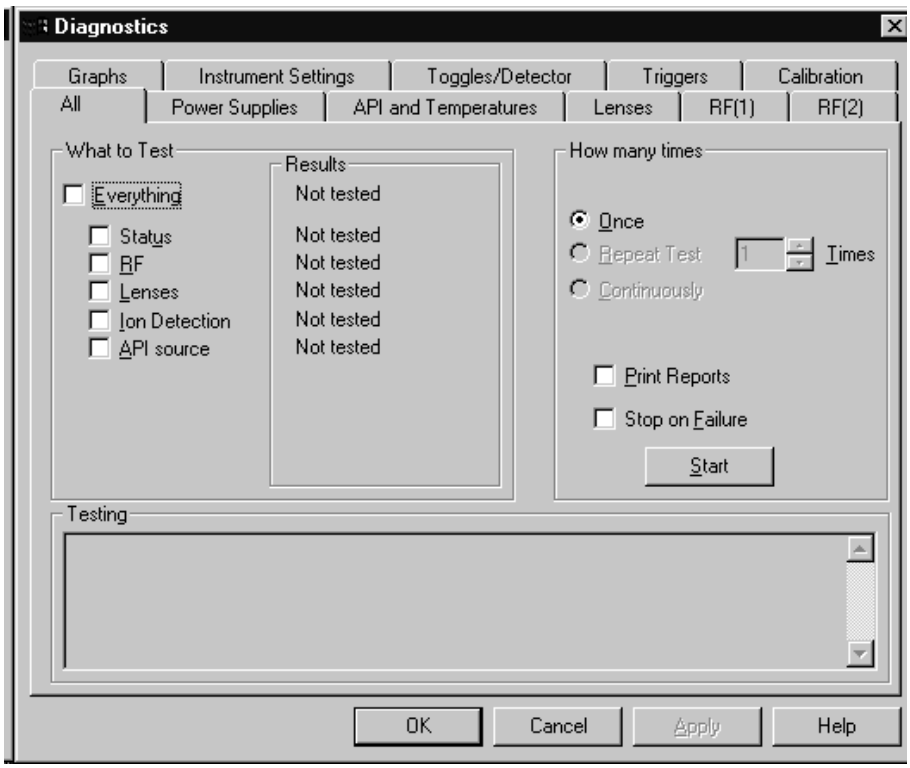

Figure 8-1. Diagnostics dialog box
2. In the Tune Plus window, choose **Diagnostics > Diagnostics**. (To open Tune Plus, choose **Start > Programs > Xcalibur > LCQ Tune**.) The Diagnostics dialog box appears. See Figure 8-1.